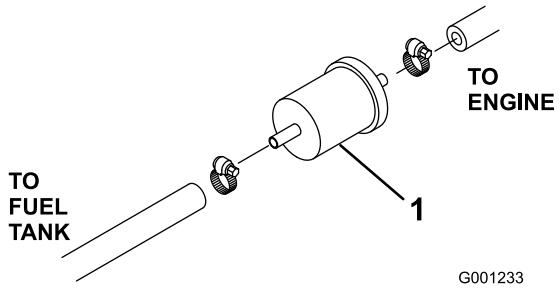

Figur 51
1. Sæt en klemme på begge brændstofslanger, der er forbundet til brændstoffilteret, som sidder mellem brændstoftanken og brændstofpumpen, så der ikke kan løbe brændstof ud, når slangerne fjernes (Figur 51).